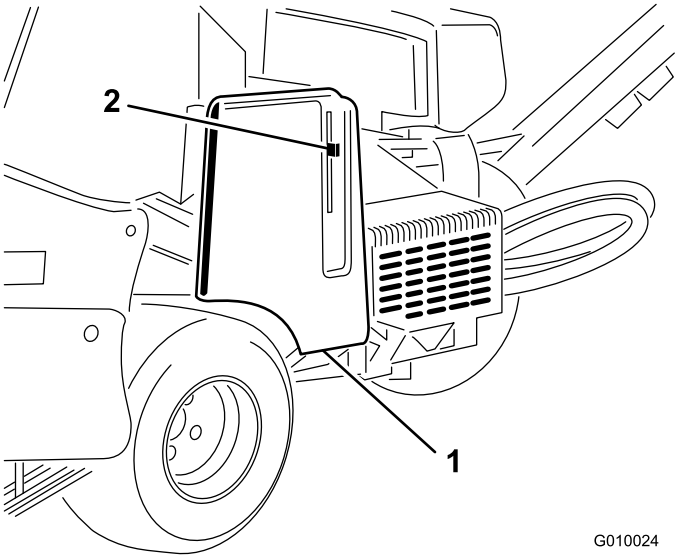

Figure 17
2. Déverrouillez et déposez le couvercle de courroie (Figure 17).